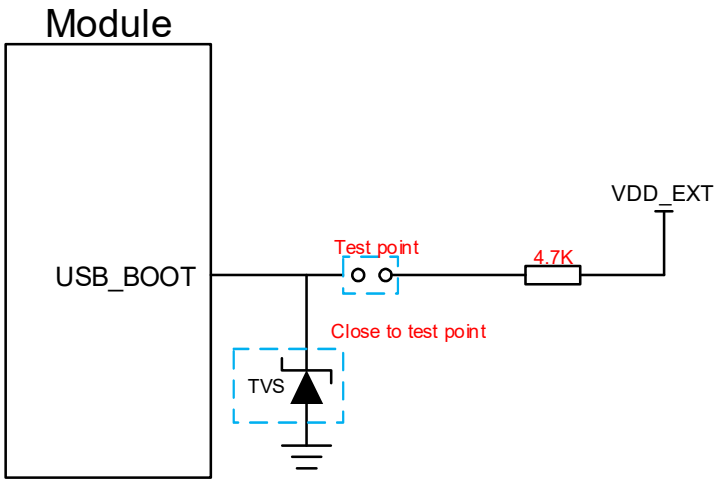

Figure 28: Reference Circuit of USB_BOOT Interface
2. When using MCU to control module to enter the emergency download mode, follow the above timing sequence. It is not recommended to pull up USB_BOOT to 1.8 V before powering up VBAT. Short the test points as shown in ***Figure 28*** can manually force the module to enter download mode.